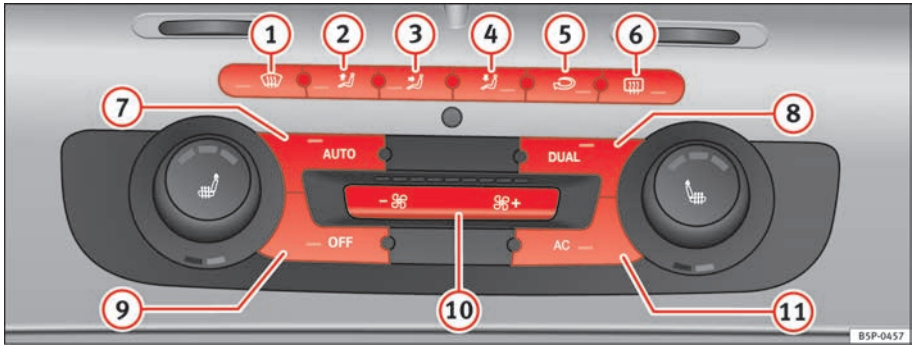

Fig. 131 On the dash panel: 2C Climatronic controls
– Turn the temperature control knobs ⇒ fig. 131 (9) or (14) in order to adjust the temperature on the left hand side or the right hand side respectively.
– Press AUTO ⇒ page 159, fig. 131. “AUTO High” is shown on the radio display (high fan speed).
– Press AUTO again ⇒ page 159, fig. 131. “AUTO Low” is shown on the radio display (low fan speed).